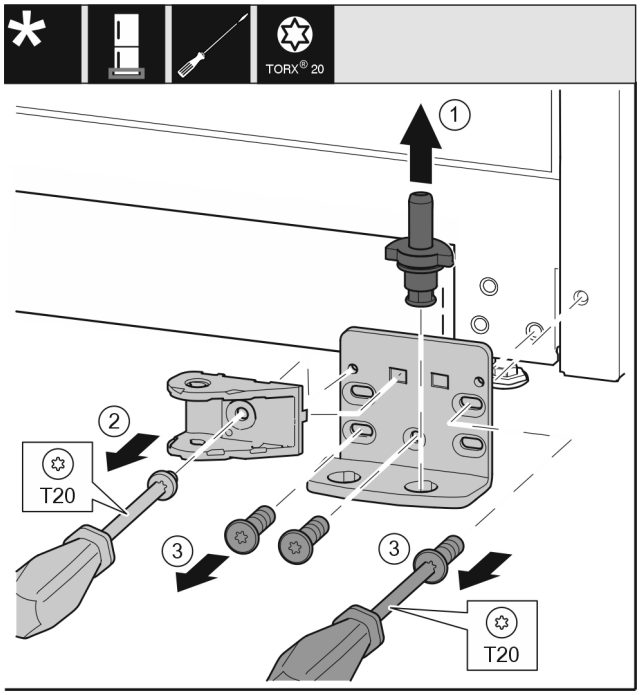

Fig. 30
- ▶ Lagerbout *Fig. 30 (1)* volledig naar boven toe wegtrekken.
- ▶ Schroef *Fig. 30 (2)* met schroevendraaier er uit draaien en de sluitdemperverbinding wegnemen.
- ▶ Schroeven *Fig. 30 (3)* met schroevendraaier er uit draaien en het lagerbok wegnemen.